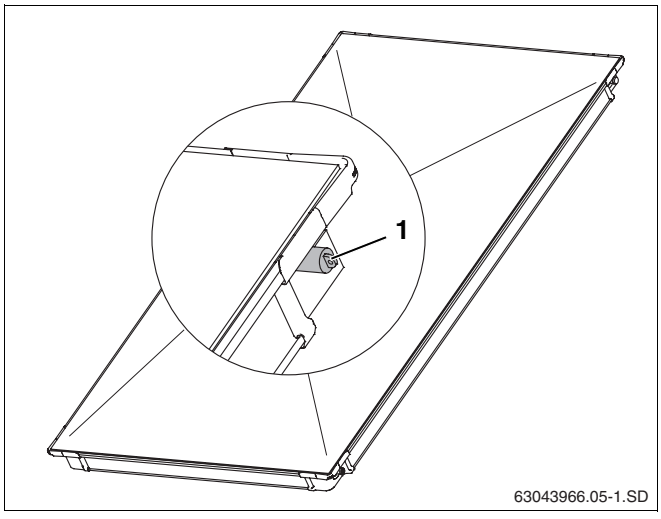

Abb. 5 Gummikappen auf Kollektoranschlüsse
- Entfernen Sie die Gummikappen (Abb. 5, **Pos. 1**) erst direkt vor der Montage.